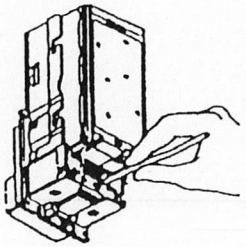

Figure 4
3. **Locate the service button** on the back of the unit (refer to Figure 4). depress the button once to enter coupon set-up mode. Depressing again will exit the mode